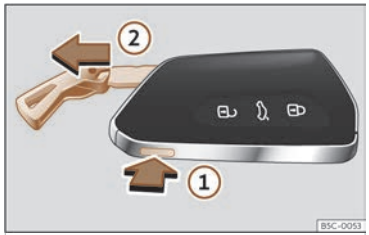

Fig. 68 Vehicle key: remove the key shaft.
- Press the ››› Fig. 68 (1) button to release the ring from the key fob and remove the key blade (2). Pressing lightly on the ring leaves it fixed as a key fob.
- Press the ››› Fig. 68 (1) button to unlock. Press and hold button (1) and at the same time pull on the ring in the direction of arrow ››› Fig. 68 (2) to completely remove the key shaft.